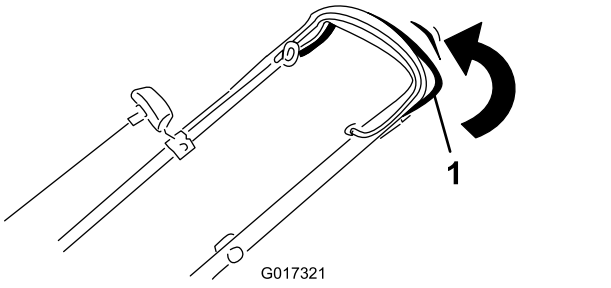

Figuur 19
- **De zelfaandrijving inschakelen:** Hou de zelfaandrijvingsstang tegen de handgreep gedrukt (Figuur 19).